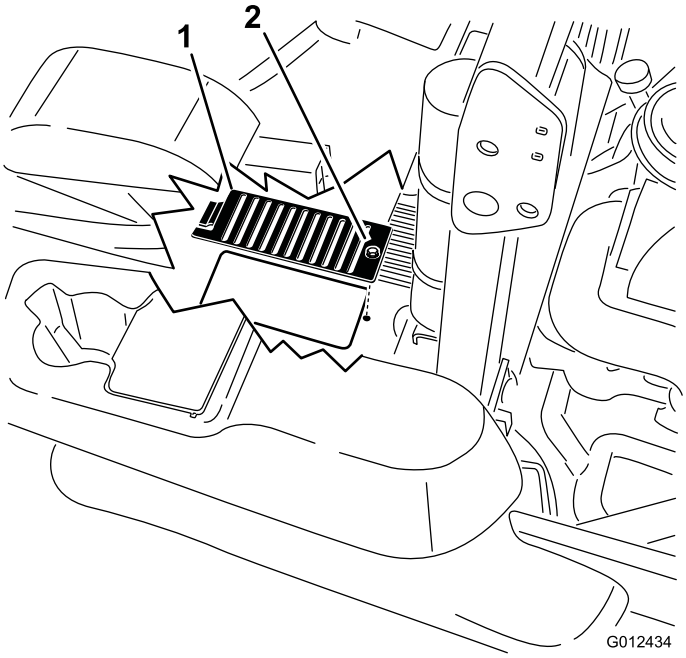

Figuur 73
6. Verwijder de bout en de kap van de peilstokken. Reinig rond de peilstok en de hydraulische eenheid (Figuur 73).